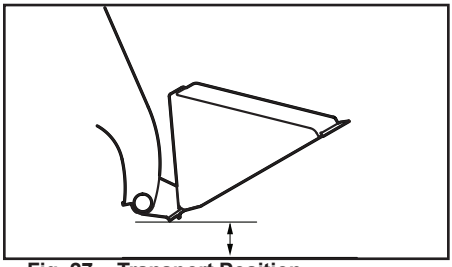

Fig. 27 - Transport Position
a. Attachment Transport Position: Carry materials 200-300 mm (8-12”) above the ground, and adjust as necessary to clear obstacles. Generally, carry the load as low as safely possible. Tilt buckets back, as shown in Fig. 27, to prevent spilling material.